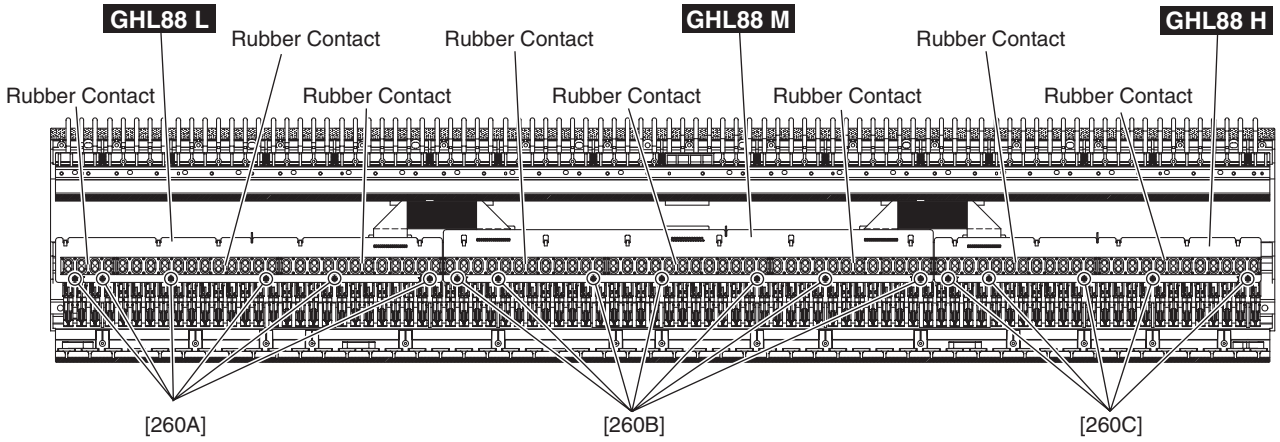

Fig.10
Remove the black and white key assembly for two octaves related to the subject rubber contact.The rubber contact can then be removed. (Fig.10, Fig.11)
Remove the six (6) screws marked [260A]. The GHL88L circuit board can then be removed. (Fig.10)
Remove the seven (7) screws marked [260B]. The GHL88M circuit board can then be removed. (Fig.10)
Remove the five (5) screws marked [260C]. The GHL88H circuit board can then be removed. (Fig.10)
Tighten the six (6) screws marked [260A] to fix the GHL88L circuit boards. (Fig.10)
Tighten the seven (7) screws marked [260B] to fix the GHL88M circuit board. (Fig.10)
Tighten the five (5) screws marked [260C] to fix the GHL88H circuit board. (Fig.10)